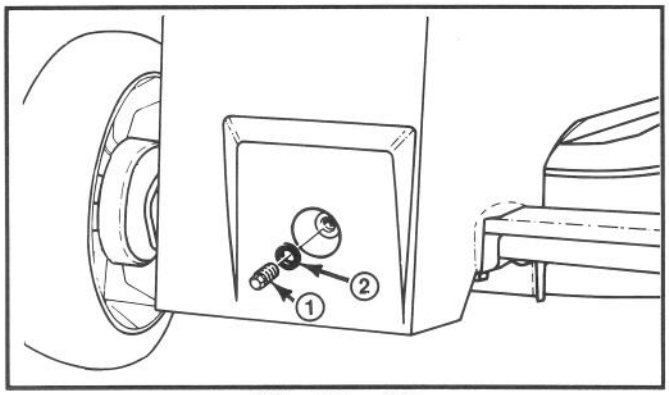

Afbeelding 28
4. CONTROLEREN VAN HET NIVEAU VAN DE TRANSMISSIE-OLIE—Reik tussen het vlakke gedeelte en de tandwielkast en veeg het deel rond de plastic dop van de tandwielkast schoon (Afb. 28). Verwijder de dop en pakking van de tandwielkast en let op olie die eventueel uit de opening druipt. In dat geval de dop en de pakking snel terug aanbrengen omdat er dan voldoende olie is. Als er geen olie druipt moet er transmissie-olie bijgevuld worden: zie stap 5.